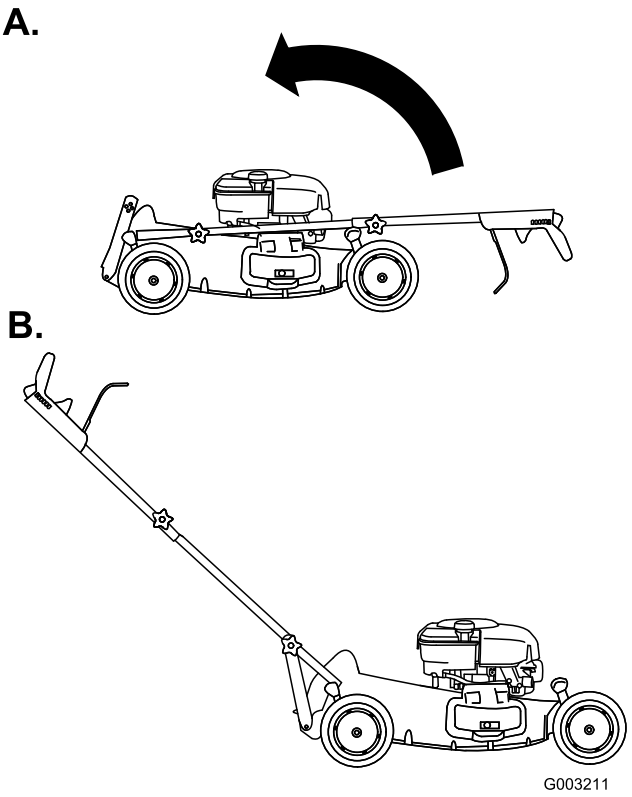

Figur 5
4. Roter håndtaket bakover (Figur 5).